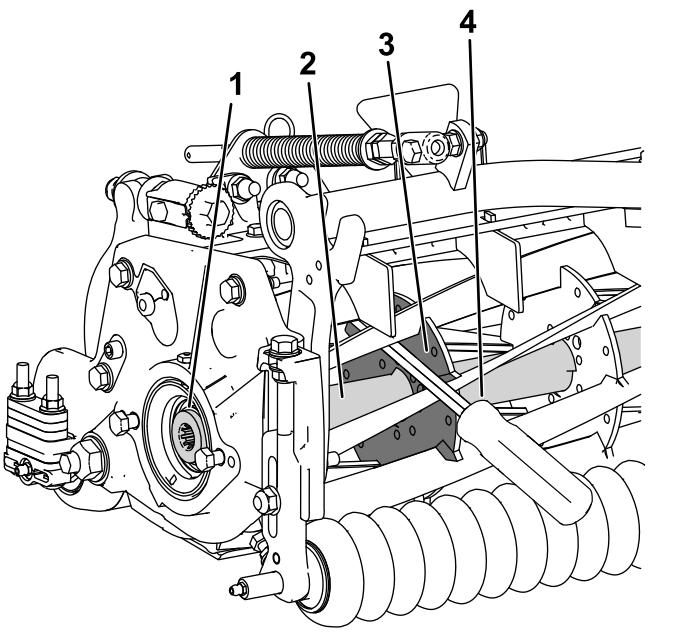

图31
1. 将一根长柄撬棍建议尺寸为 0.95cm x 30.48cm带螺丝刀柄插入滚刀组前面最靠近需要扭转的滚刀组一侧图31。
2. 将撬棍靠着内部滚刀组加强板的焊接侧放置图31。